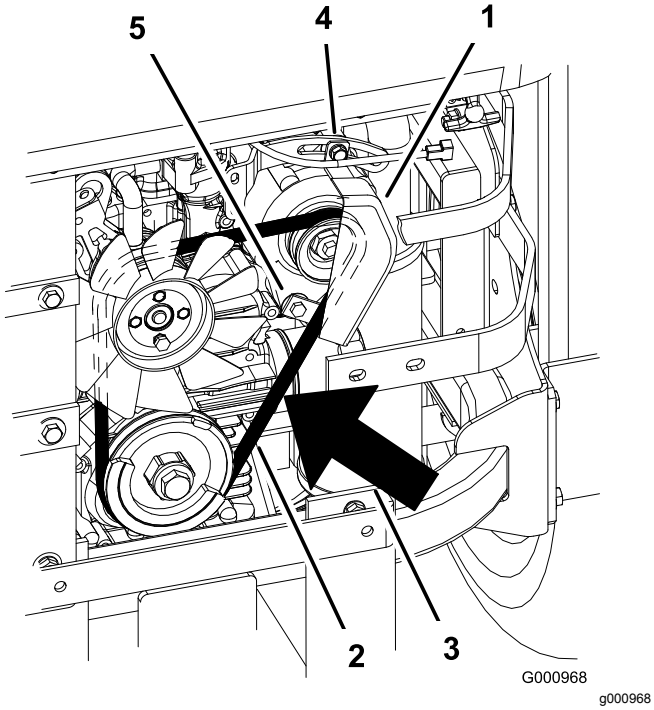

Figur 65
2. Juster generatoren til ydersiden, indtil der er 7 til 9 mm afbøjning i remmen mellem motoren og generatorens remskiver med en kraft på 98,3 N (Figur 65).
5. Hvis bøjningen er korrekt, skal den nederste og øverste bolt strammes (Figur 65).